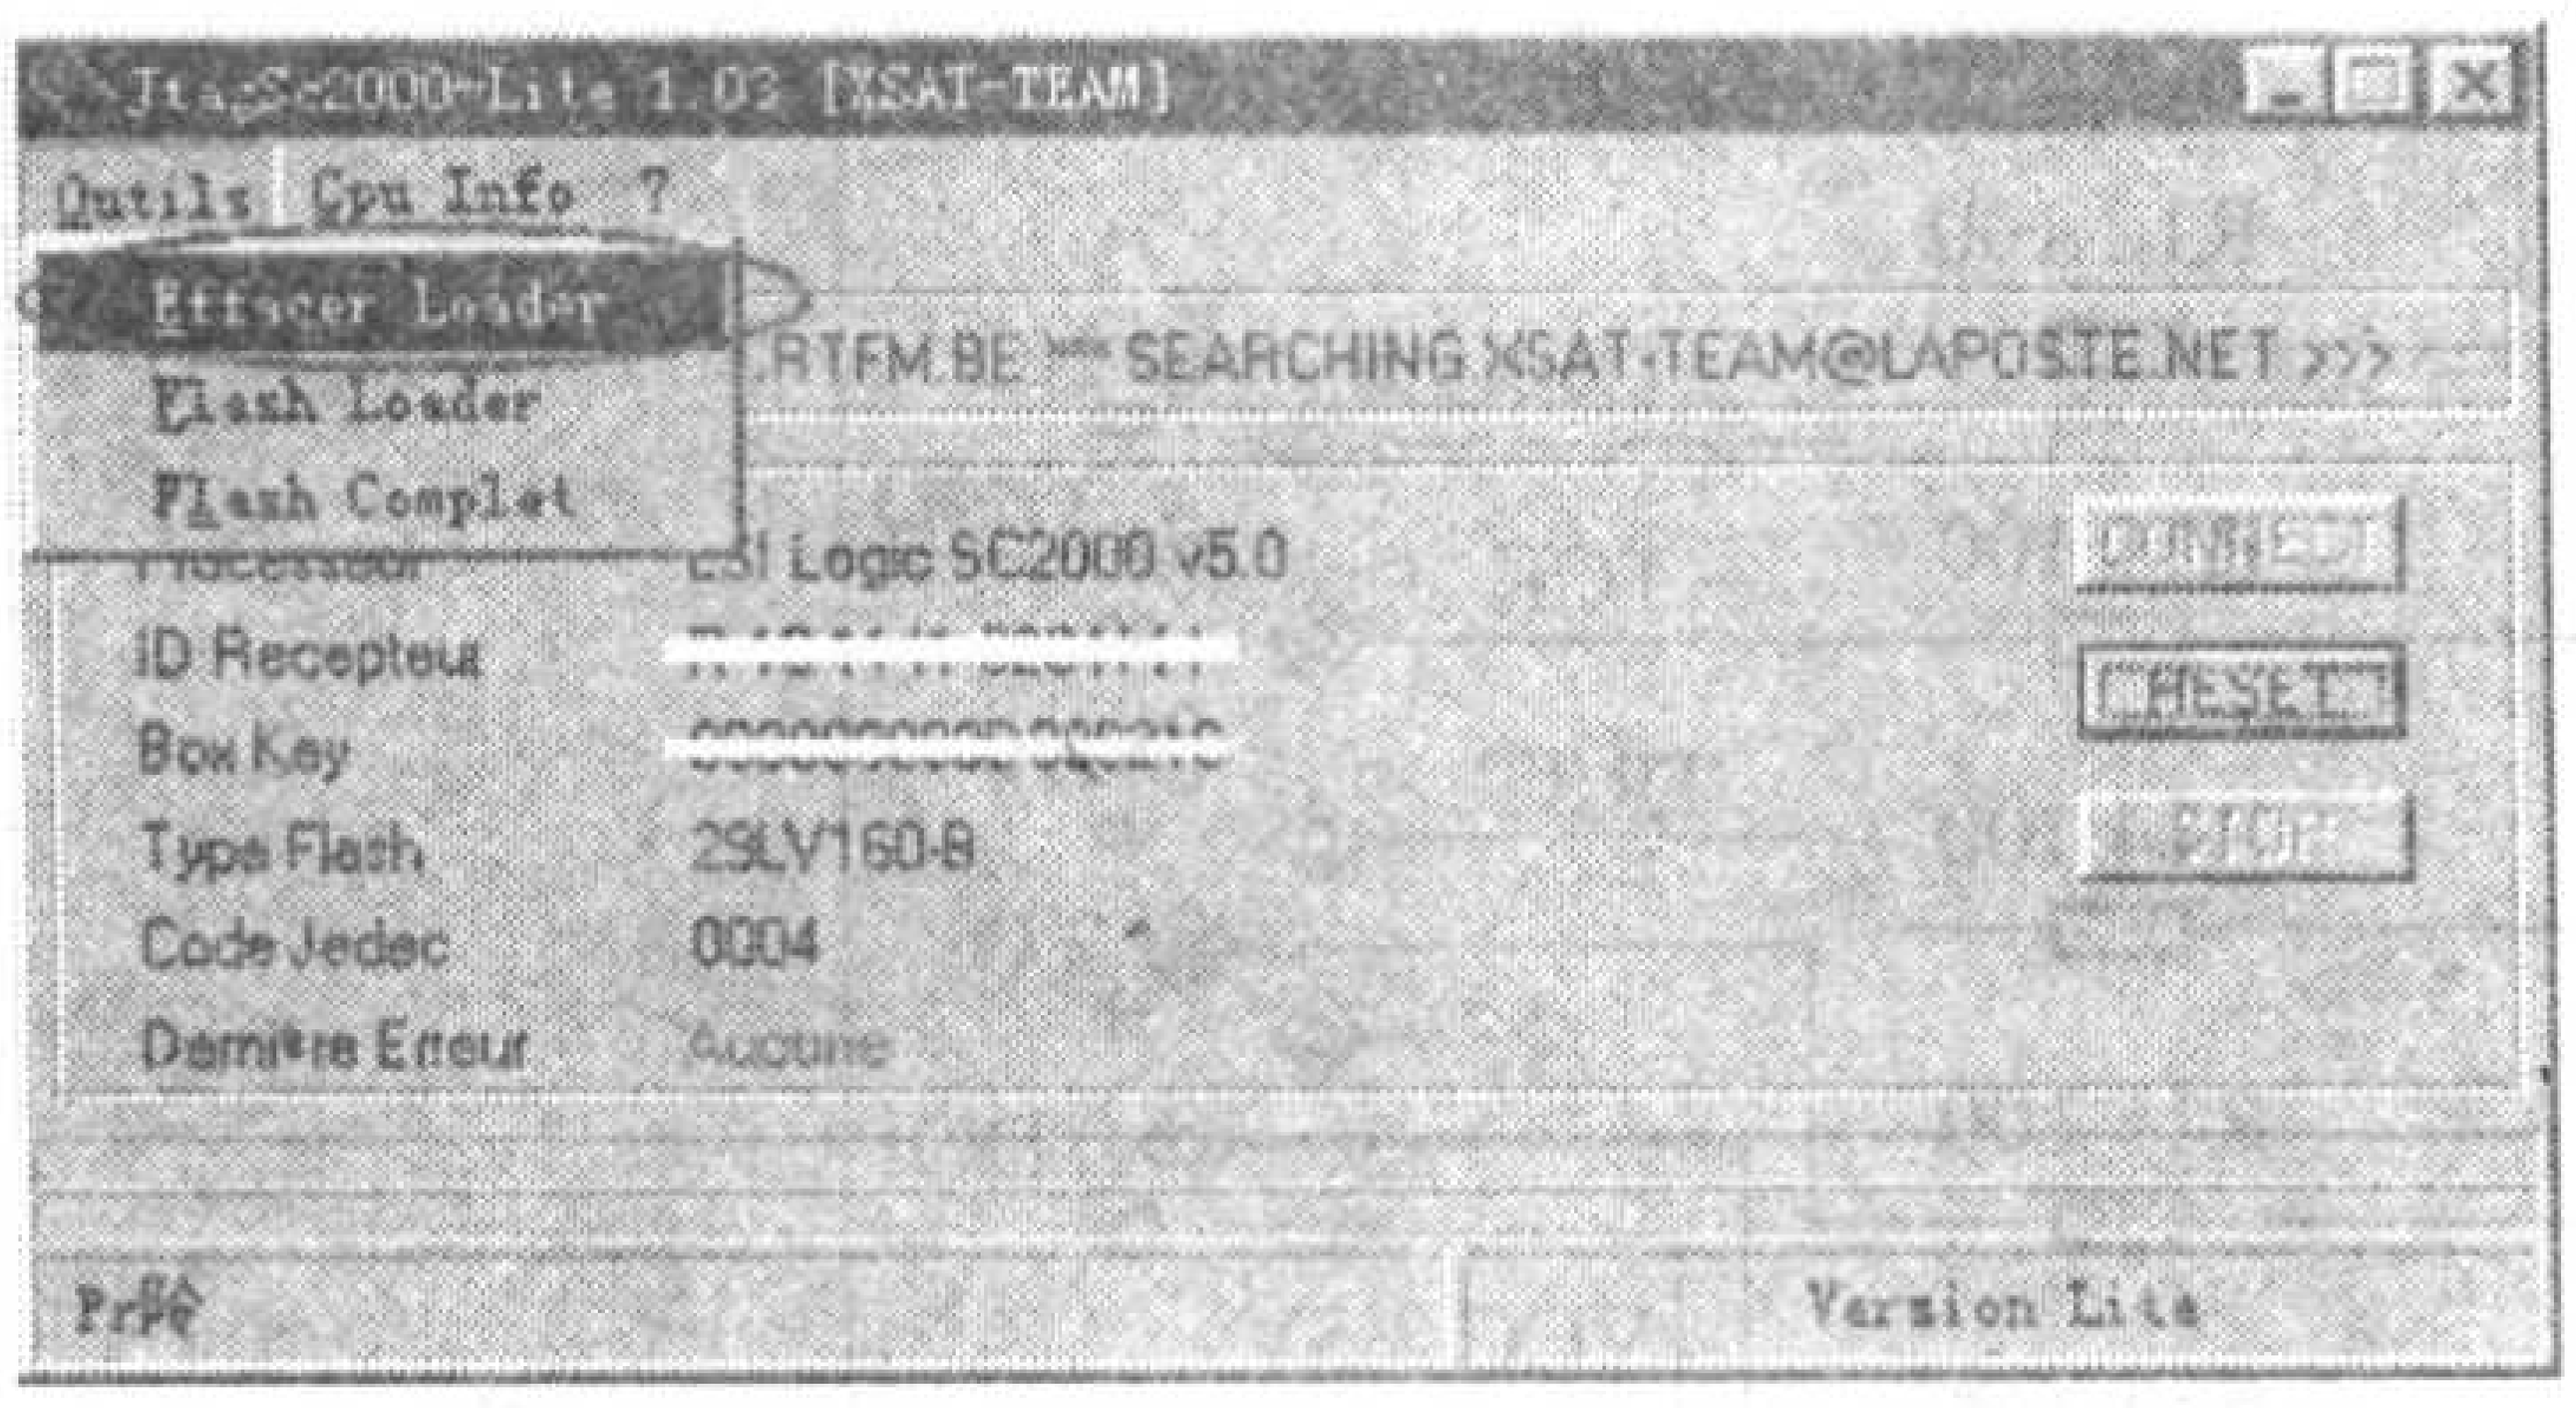

图 7
4. 通过 Qutils→Effacer Loader 操作,擦除 FLASH(见图 7);擦除的过程中,界面变为灰色不可用,如果擦除成功,菜单恢复黑色。